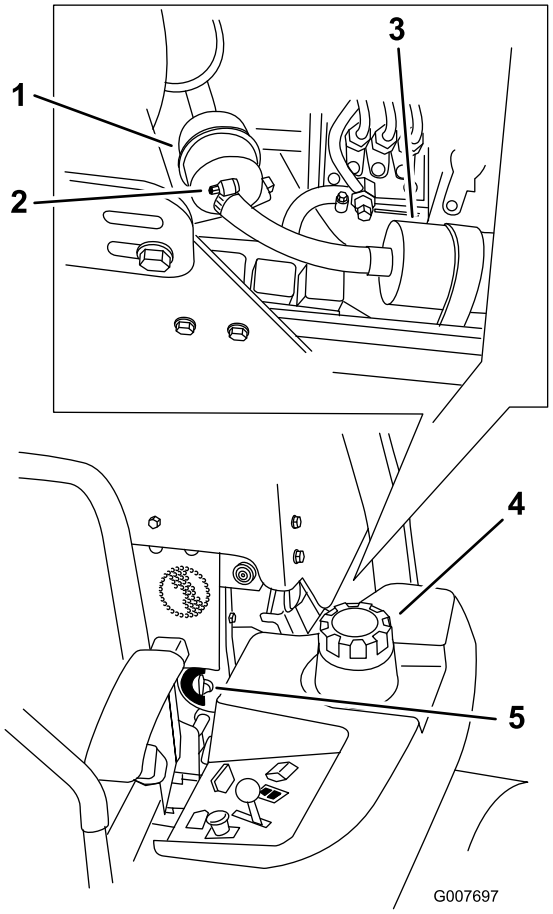

Figuur 55
4. Sluit de brandstofafsluitklep(Figuur 55).
5. Maak de 2 slangklemmen los en ontkoppel de brandstofslangen van het brandstoffilter (Figuur 55).
6. Plaats een nieuw filter. Sluit de brandstofslangen aan op het brandstoffilter en monteer de slangklemmen (Figuur 55).